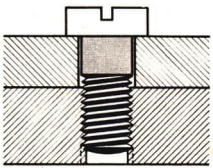

Abb. 175. Verbindung zweier Metallstücke durch eine Schraube
a) *Befestigungsschrauben*. Man verwendet sie, wenn man zwei Werkstücke lösbar miteinander verbinden will. Bestehen die Werkstücke aus Metall, so wird das obere mit einer glatten zylindrischen Bohrung, das untere dagegen mit einer Gewindebohrung versehen, so daß man die Schrauben anziehen kann (Abb. 175). Den gleichen Zweck erfüllen Mutterschrauben, die man durch glatte zylindrische Bohrungen führt. Bei den Holzschrauben tritt das Holzstück, in das wir die Schrauben hineindrehen, an die Stelle der Schraubenmutter.